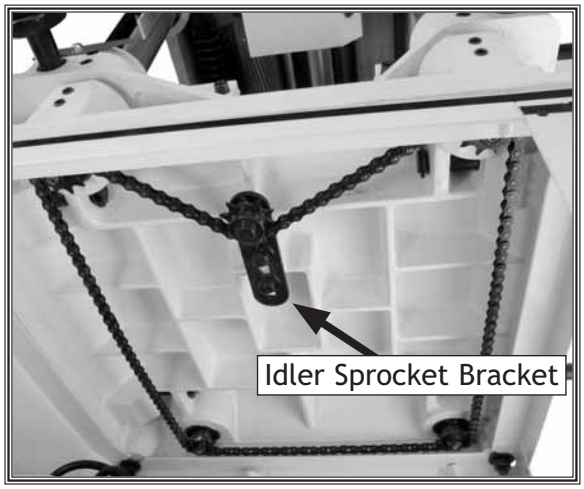

Figure 34. Chain drive system.
2. On the underside of the table there is a chain drive and five sprockets as shown in **Figure 34**. The four sprockets in the corners control the movement of the table columns. The fifth sprocket is the idler sprocket that controls the chain tension. Loosen the two bolts on the idler sprocket bracket (**Figure 34**) to loosen the chain so that each sprocket can be rotated on its own. Make sure to hold the chain away from the sprocket while you adjust it.